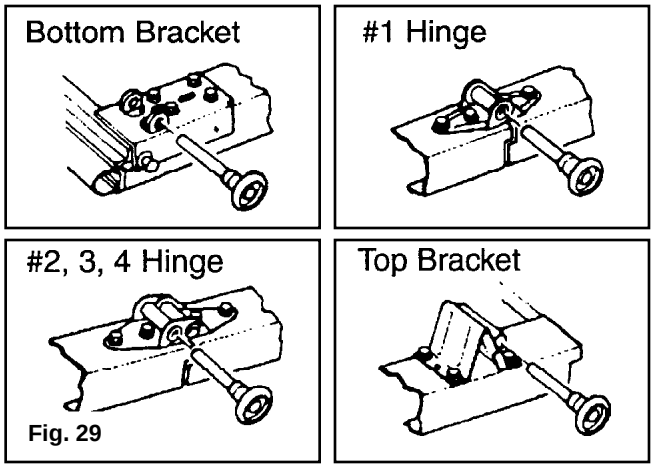

Fig. 29
**Step 14:** Place a roller in the bottom brackets and in the tubes in each of the hinges at the ends of each section. Some hinges have two tubes. Place the roller in the tube that is farthest from the face of the door. (FIG. 29)